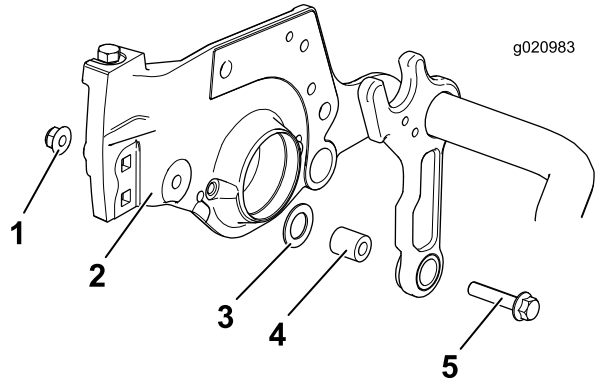

Figura 4
4. Rimuovete il dado, la rondella piana e il distanziale preesistenti gettando il distanziale e conservando il dado e la rondella piana (Figura 4).